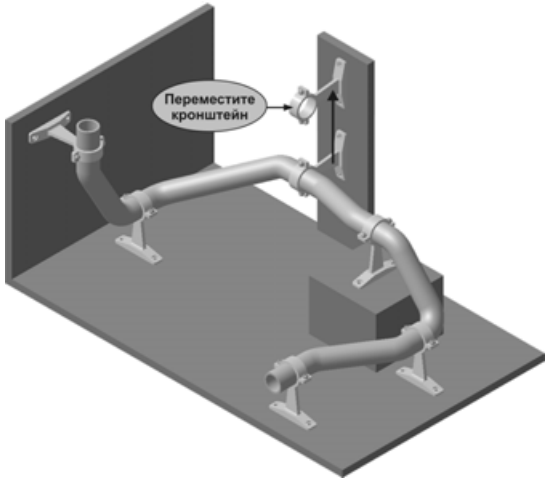

Рис. 8.77
- С помощью команды **Переместить компонент** на панели **Редактирование сборки** переместите третий кронштейн вертикально вверх (рис. 8.77)[1].